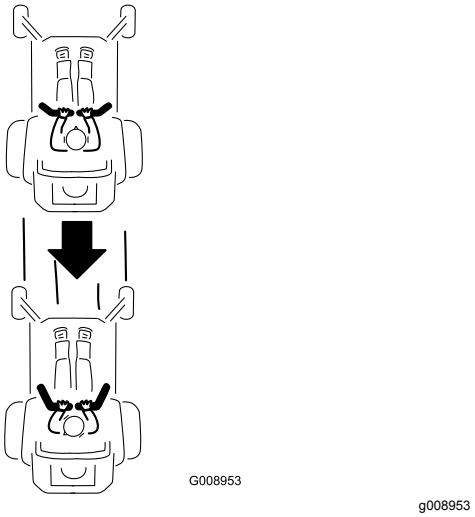

Figure 17
2. Pour faire marche arrière, vérifiez que la voie est libre derrière la machine et sur sa trajectoire tout en tirant lentement les leviers de commande de déplacement en arrière (Figure 17).
Pour vous déplacer en ligne droite, appliquez une pression égale sur les deux leviers de déplacement (Figure 17).